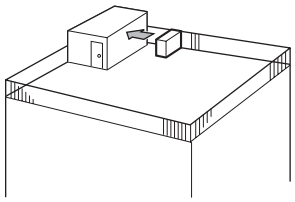

Fig. 2-3
① Positionner la sortie d’air vers le mur le plus proche et à environ 50 cm de celui-ci. (Fig. 2-3)